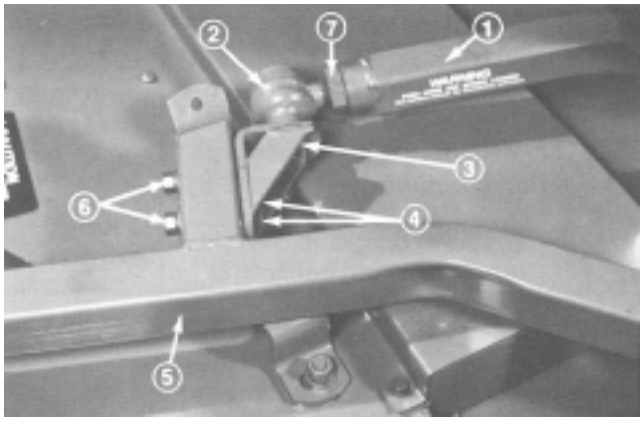

Figure 12
3. Secure ball joint mount (Fig. 12) to mount bracket with two capscrews (7/16-14 x 3”), flatwater (15/32 I.D. x 59/64 in. O.D.) and nuts (7/16-14).Head of capscrews and flatwasher must contact ball joint mount.
4. Tighten large jam nut against front of left push arm (Fig. 12). When tightening jam nut, hold ball joint straight to permit proper oscillation during raising and lowering of cutting unit.